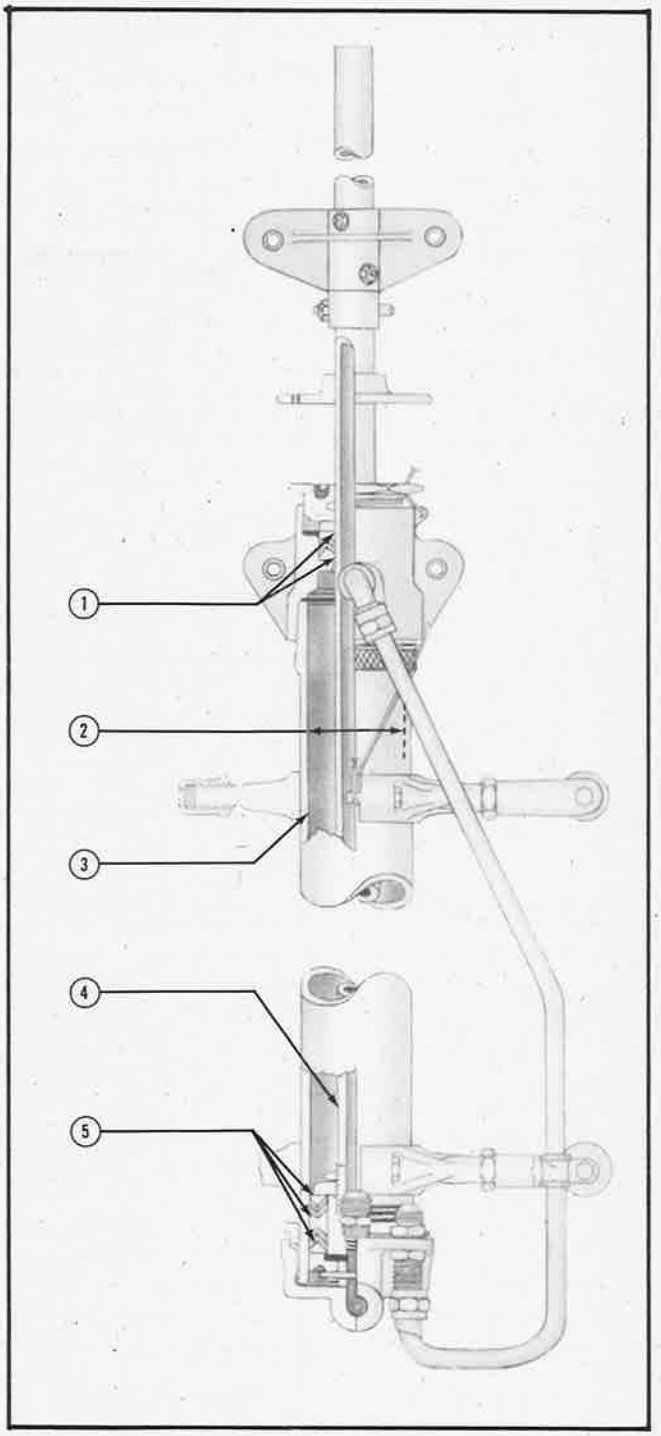

Figure 430—Rework Tolerances of Wing Flap Actuating Cylinder—C-47A and Early C-47B Airplanes
2. Inspect all wearing surfaces for evidence of scratches and abrasions. Slight scratches may be buffed out carefully. For early airplanes refer to figure 430 for rework tolerances. On later airplanes refer to figures 428 and 428A.